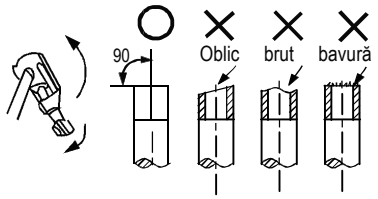

Fig.9-1
- Tăiaţi un tub cu un tăietor de tuburi. *(Consultaţi Fig.9-1)*